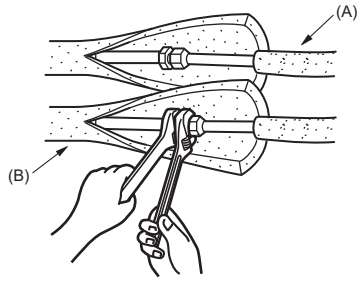

Abb. 4-4
4.5. Rohrleitungen für Kältemittel (Abb. 4-4)